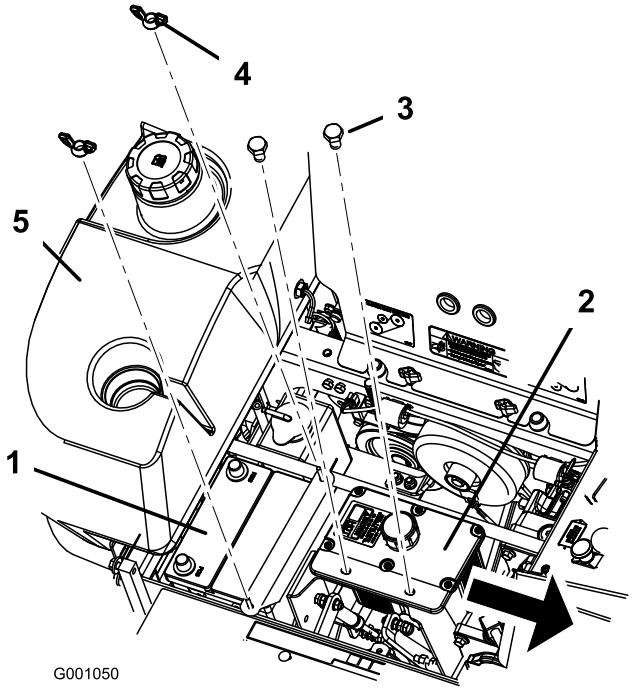

Figuur 54
6. Maak beide vleugelmoeren los (1/4 inch) waarmee de accuklembeugel is bevestigd (Figuur 54.
7. Draai de bouten los waarmee de hydraulische tank is vastgezet (Figuur 54).
1. Plaats de accu in een bak met de accupolen van de hydraulische tank weg (Figuur 54).
6. Zet de accu vast met J-bouten, een bevestigingsband, 2 ringen (1/4 inch) en 2 vleugelmoeren (1/4 inch) (Figuur 54).